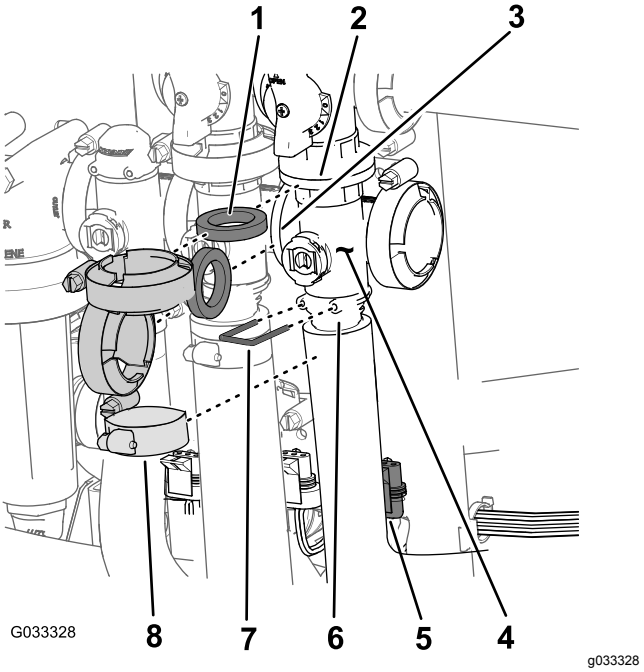

Figur 66
1. Afmonter de klemmer og pakninger, der fastgør hovedbomventilens manifold (Figur 66) til hovedbommens omløbsventil, omrøringsventilen og hovedbommens manifoldventil (for enden af slangen til gennemstrømningsmåleren).
2. Afmonter den holder, der fastgør udgangsstudsen til hovedbomventilens manifold (Figur 66).